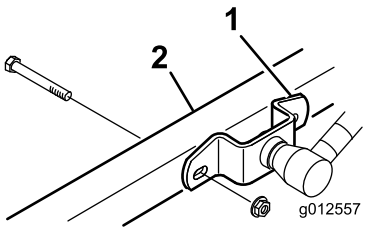

Figure 2
3. Abaissez le plateau de coupe et enlevez les 4 boulons et écrous qui fixent les supports de bras de levage aux bras pivotants (Figure 2).